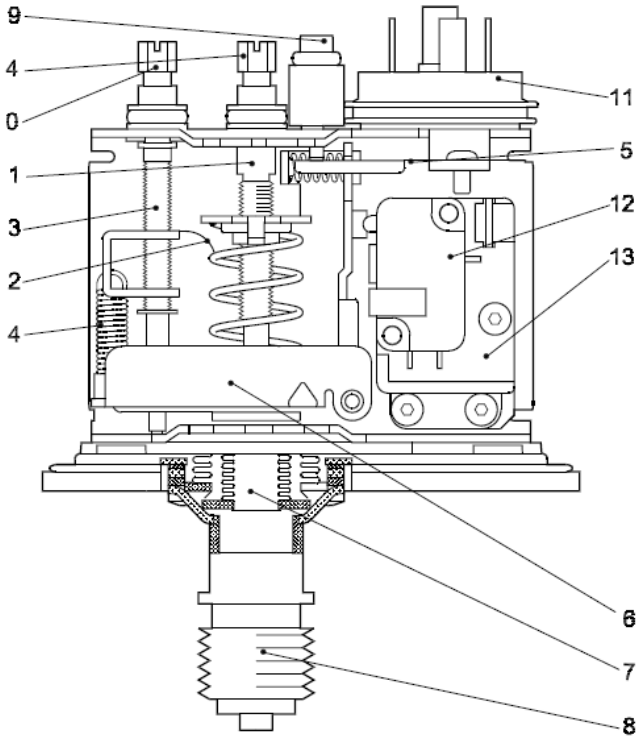

Рис. 7
2.1.5 Схема функционирования (Рис. 7)